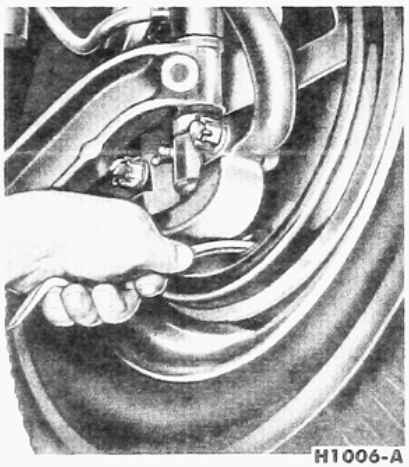

FIG. 1—Duo-Servo Brake Shoe Adjustment
2. Remove the cover from the adjusting hole at the bottom of the brake carrier plate, and turn the adjusting screw inside the hole to expand the brake shoes until they drag against the brake drum (Fig. 1).